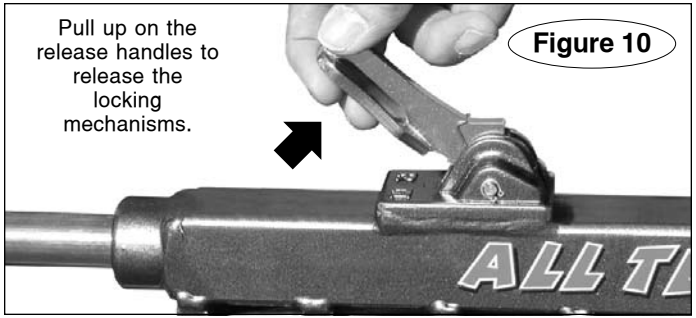

Figure 10
3. Lift the release handles on each tow bar arm (Figure 10) to release the locking mechanisms.